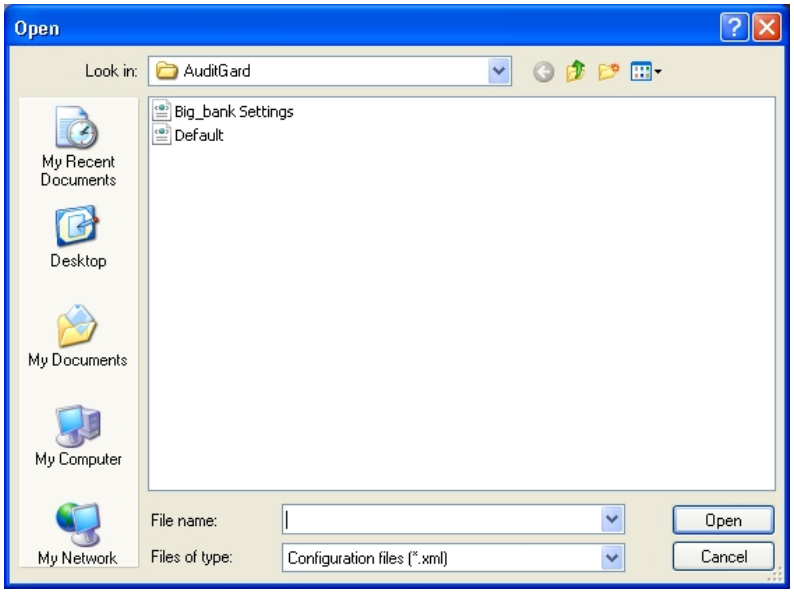

Figura 21
2. Seleccione el archivo de auditoría que desee ver y haga clic en el botón **Open** (abrir) (figura 21).